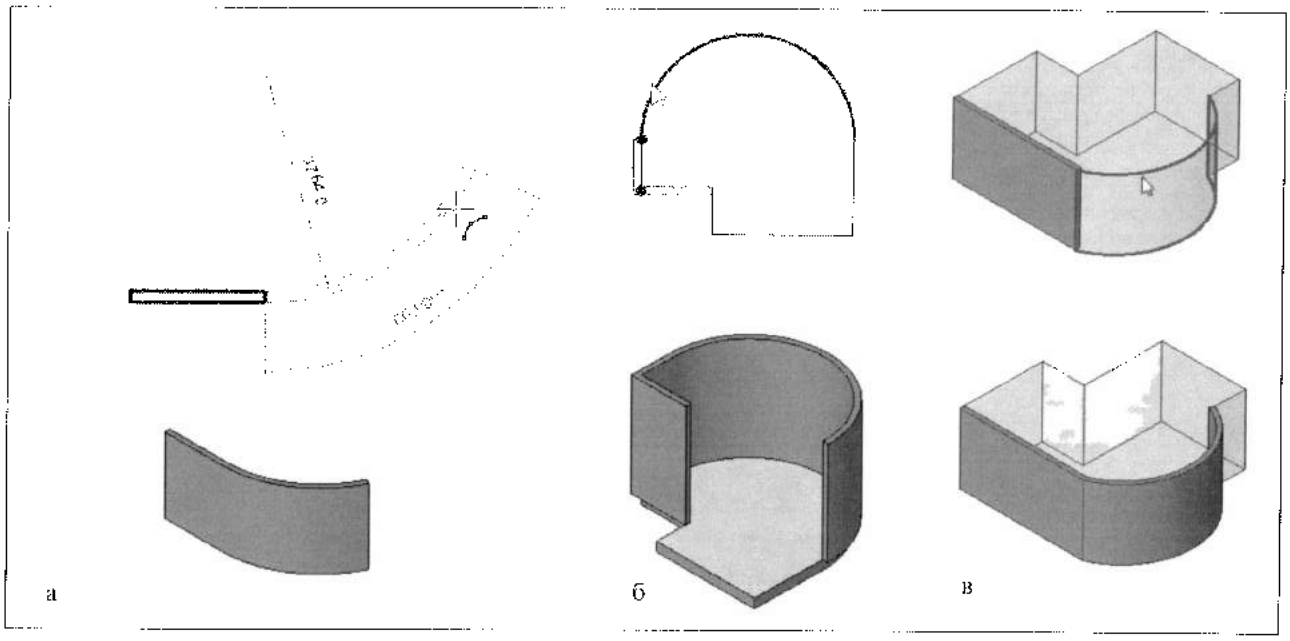

Рис. 15.3. *Построение стен*
- выбирая инструменты, соответствующие определенным геометрическим фигурам, нарисовать ими траекторию базовой линии стены (рис. 15.3,а);
- выбрать **Pick Lines** (Указать линии) и указать ребра на существующих перекрытиях, крышах, навесных панелях, других стенах, а также модельных линиях (рис. 15.3,б), по которым пройдет базовая линия стены.
- выбрать **Pick Face** (Указать грань) и, наводя курсор на грани концептуального масс-элемента, щелчками при их подсвечивании сформировать стены (рис. 15.3,в). Подсветить сразу все вертикальные грани масс-элемента можно, подсветив одну из граней и нажав затем клавишу <Tab>.